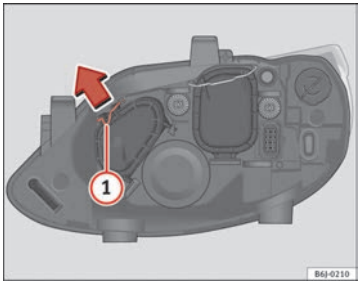

Fig. 161 Side lights
– Move the loop (1) in the direction of the arrow and remove the cover ⇒ Fig. 161.